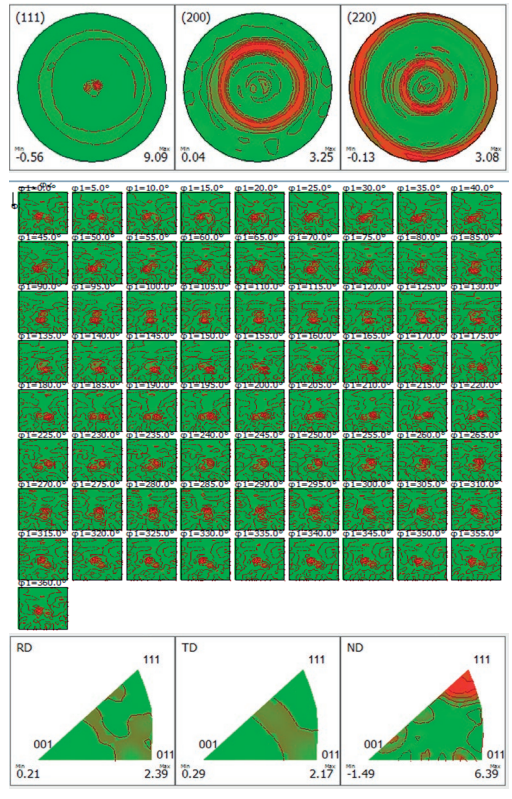

Figure 3: Results of DIFFRAC.TEXTURE Analysis of a Copper Film on Si; Reconstructed Pole Figure (top), ODF (middle), Inverse Pole Figure (bottom).
In contrast, the copper film shows a fairly simple texture, consisting of 2 fibers. This is shown as 2 spots near the center of each slice of the ODF, the middle image of Figure 3. From the inverse pole figure, it can clearly be seen that the majority of the grains are (111) oriented in the direction normal to the film surface, while there is very weak orientation in the in-plane rolling and transverse directions. The PILATUS3 detector for XRD[2] combined with DIFFRAC.TEXTURE software makes texture analysis fast and simple.